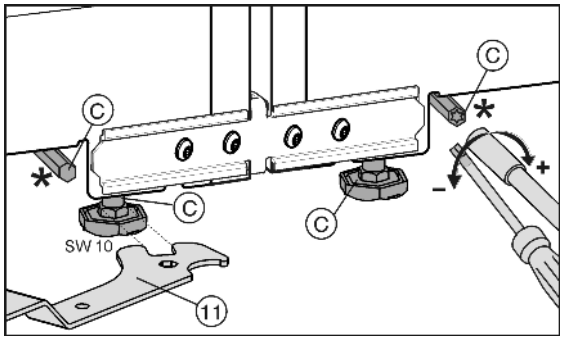

Fig. 8
Передние установочные ножки можно отрегулировать с помощью вильчатого ключа *Fig. 8 (11)* из комплекта поставки, задние установочные ножки* — с помощью отвертки Torx® 25.